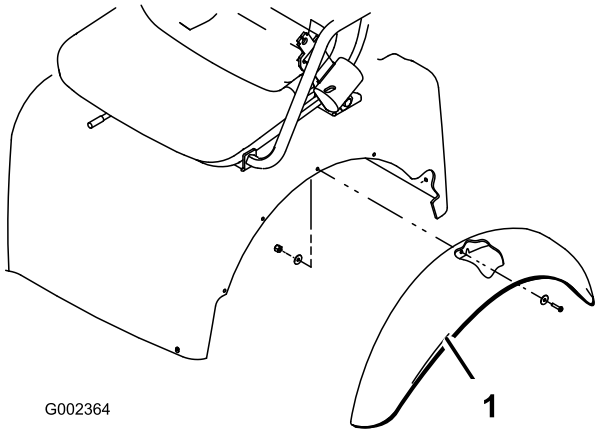

Figuur 7
1. Plaats de vijf montageopeningen van het spatscherm recht voor de openingen aan beide kanten van de carrosserie (Figuur 7).
2. Monteer een spatscherm aan beide kanten van de carrosserie met vijf (5) inbusbouten nr. 10 x 3/4 inch, tien (10) vlakke sluitringen en vijf (5) borgmoeren nr. 10. Plaats een ring tegen de kop van de bout en de borgmoer.